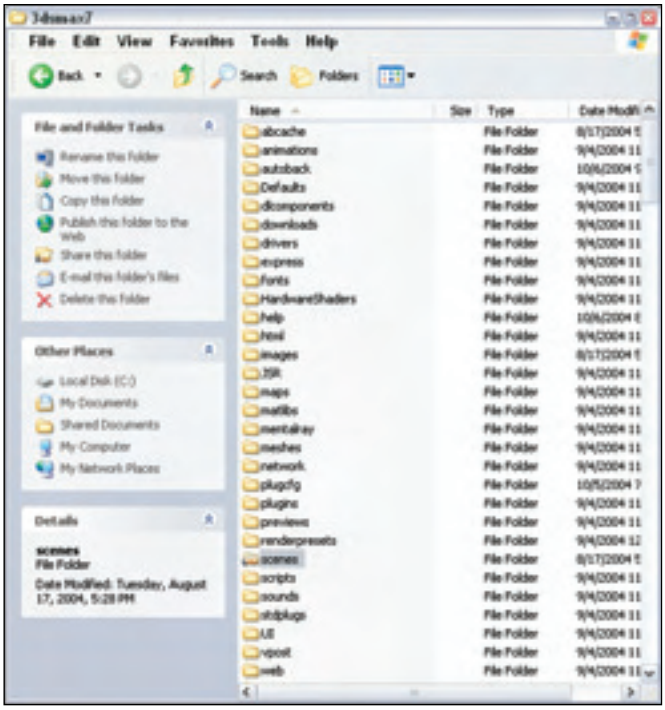

Figure 47-4: Other computers can now access the shared "scenes" directory.
5. Click OK in each dialog box to close them all until you're back at Windows Explorer. If you press F5, Windows refreshes the display and your directory now has a little blue hand holding the folder. Figure 47-4 shows the "maps" directory denoted as a shared directory.